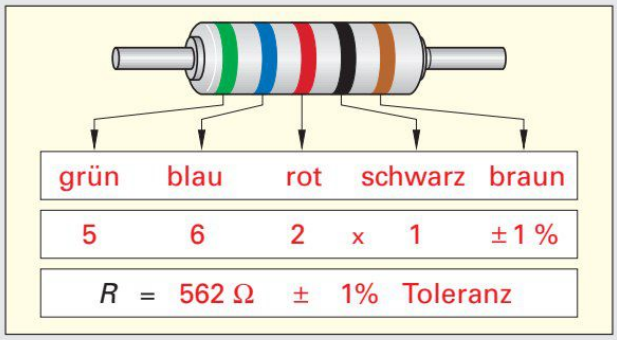

Bild 2: Metallschichtwiderstand
9. Ermitteln Sie den Wert des Metallschichtwiderstandes **(Bild 2)** und tragen Sie die Werte in Bild 2 ein.